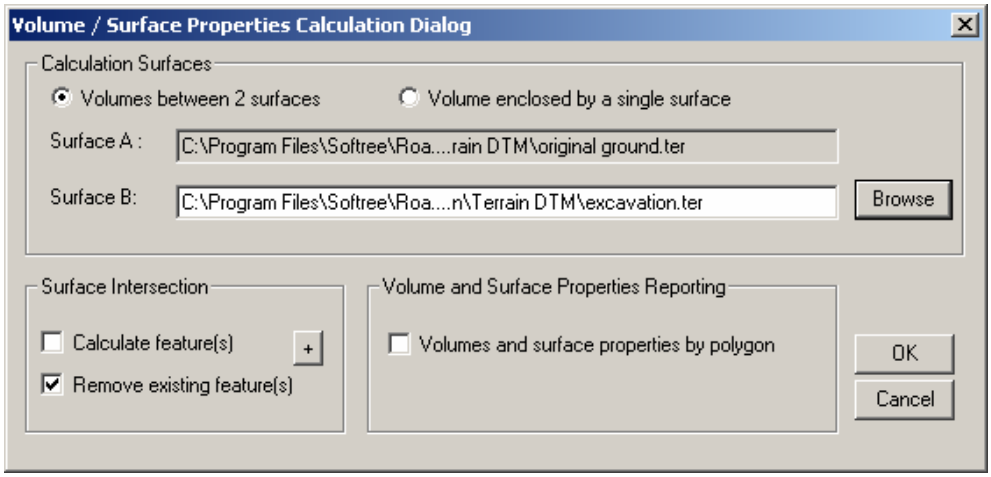

Figure 8.16: Volume / Surface Properties Calculation Dialog
2. Press the *Calculate Volumes* button or select Edit | Terrain Modelling | Calculate Volumes/Surf. Properties to activate the *Volume/Surf. Properties Calculation dialog* box as shown in Figure 8.16.